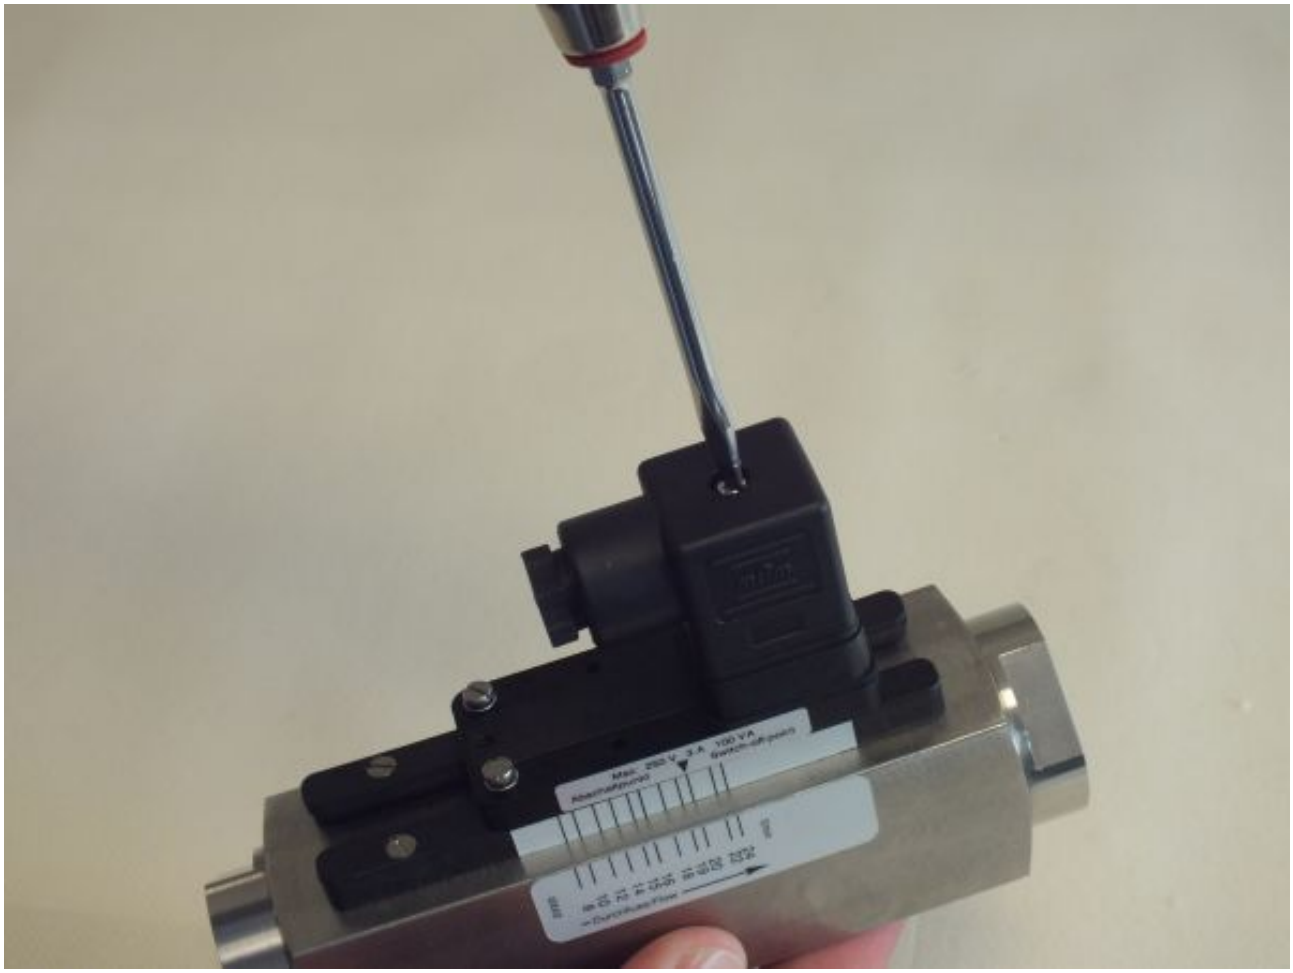

Fig. 28: Detach socket
1. Release the fixing screw (*Fig. 28*/1) from the socket
9. Plug the female socket onto the connector plug and tighten the fixing screw (*Fig. 28*/1)